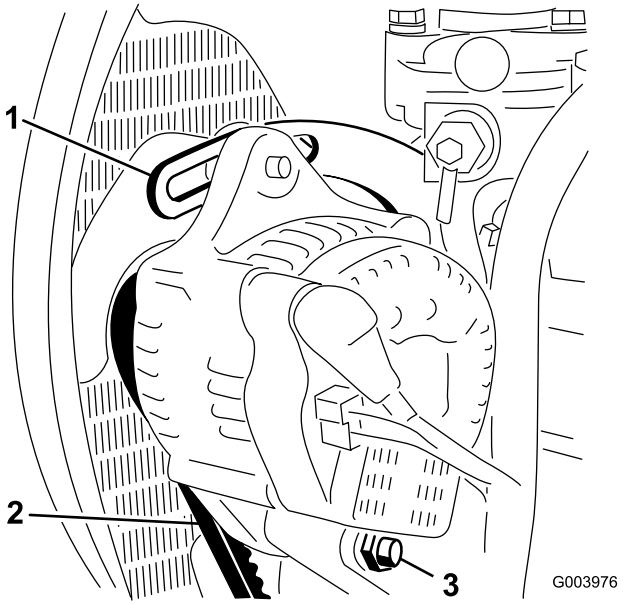

Rysunek 76
2. Sprawdź napięcie paska alternatora, wywierając na niego nacisk (Rysunek 76) w połowie odległości między alternatorem a kołami pasowymi wału korbowego o sile 10 kg.
3. Poluźnij śrubę mocującą klamrę do silnika (Rysunek 76), śrubę mocującą alternator do klamry oraz śrubę przegubową.